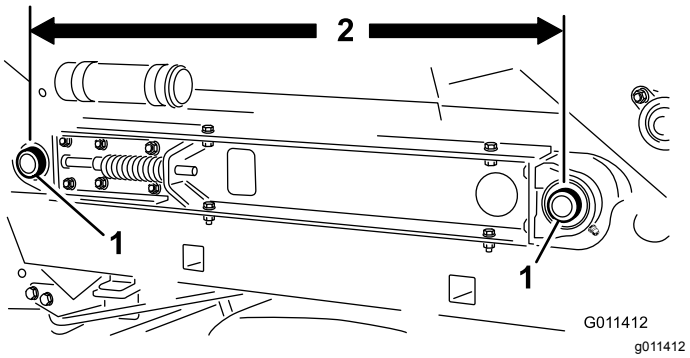

**Figur 27**
3. Kontroller for å sikre at avstanden i midten mellom transportbåndets rulleaksler (Figur 27), på hver side av maskinen, er lik – ca. 89,5 cm.